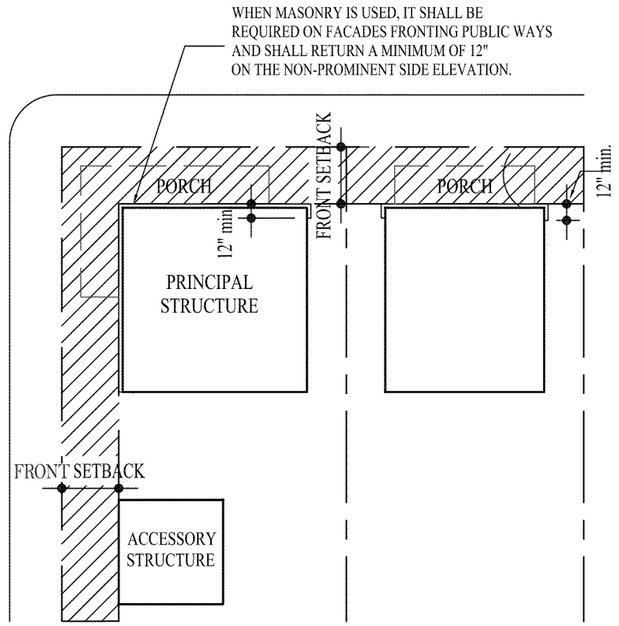

*Figure 9*
- On Corner Lots, full porches on the entry façade shall wrap the non-entry façade a minimum length and depth equivalent to the depth of the front porch unless otherwise approved by the Village. See Figures 9 and 10.